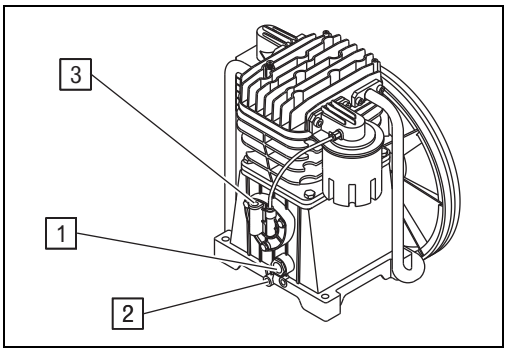

Abb. 1: Compressor aggregate
➔ Set the operating switch to position 1 (cf. Fig. 1: Component overview).
➔ Set the operating switch to position 0 (cf. Fig. 1: Component overview).
- ➔ Place a suitable collecting pan below the condensation water drain on the lower side of the compressed-air reservoir (cf. Fig. 1: Component overview).